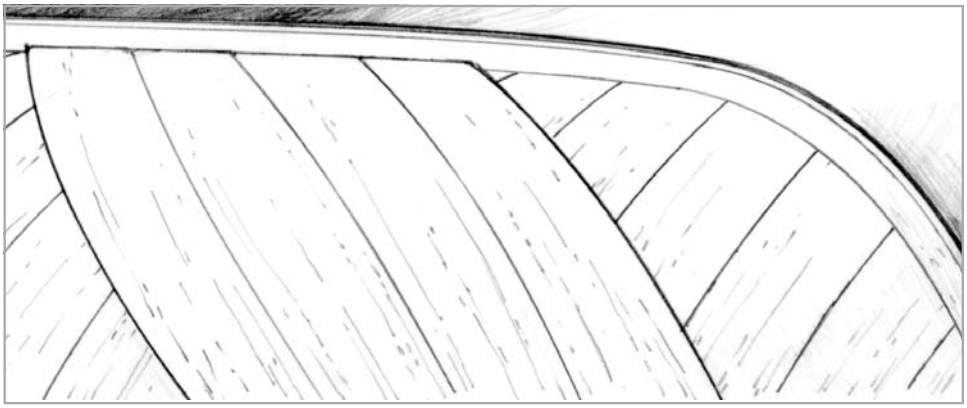

Figure 5-22 *Bond the second layer of veneers in the opposite diagonal to the first layer.*
5. Repeat the process on the second layer *(Figure 5-22)*. Begin with the first veneer about midpoint at a 35° diagonal in the opposite direction to the first layer. Trim and bond the remaining veneers.